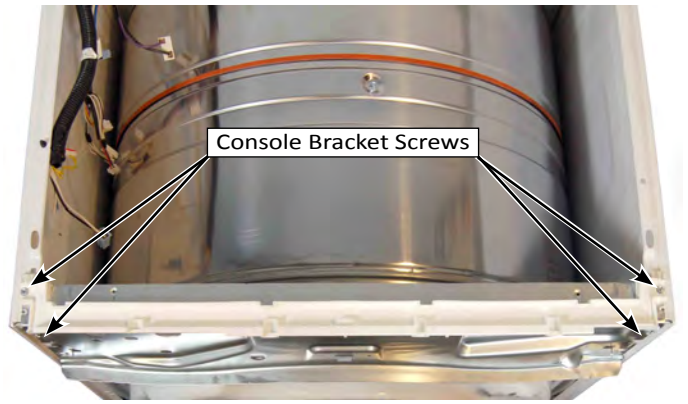

Figure 2
6. Remove the four (4) 1/4” hex-head screws from the console bracket and remove (see Figure 2).